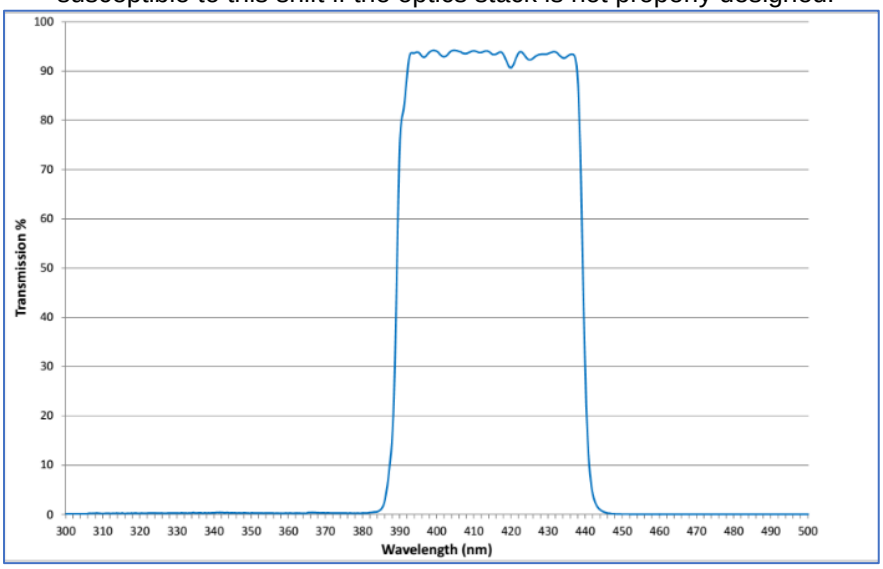

Figure 3 – Transmission Curve for Typical Color Interference Filter (Courtesy EIT, LLC)
- A typical Transmission Curve (normalized transmission versus wavelength) plot for a common Color Interference Filter is shown in Figure 3 below